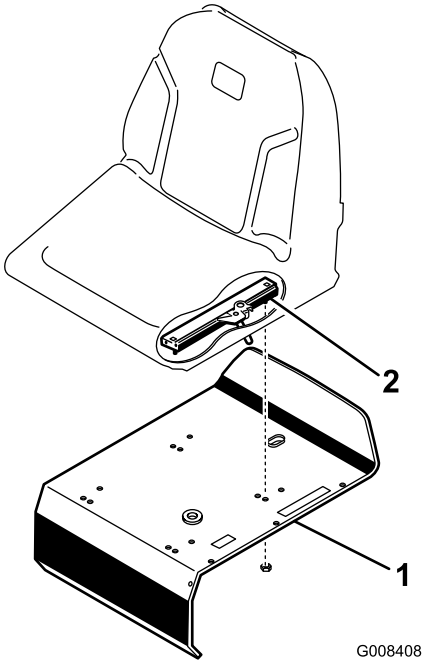

Figuur 3
3. Bevestig de stoelrails aan de steunplaat met behulp van de borgmoeren (5/16 inch) (Figuur 3) die meegeleverd zijn als losse onderdelen.